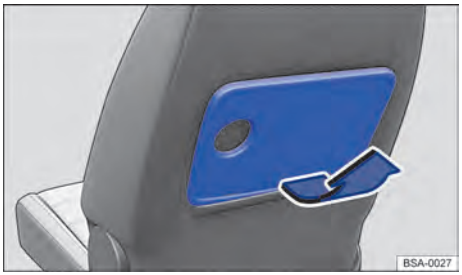

Bilde 126 På forsetet: Vippe opp vippebord.
1. Du vipper opp vippebordet ved å trykke på opplåsingstasten på undersiden av bordet og trekke det opp i pilretningen → Bilde 126 til det går i lås.